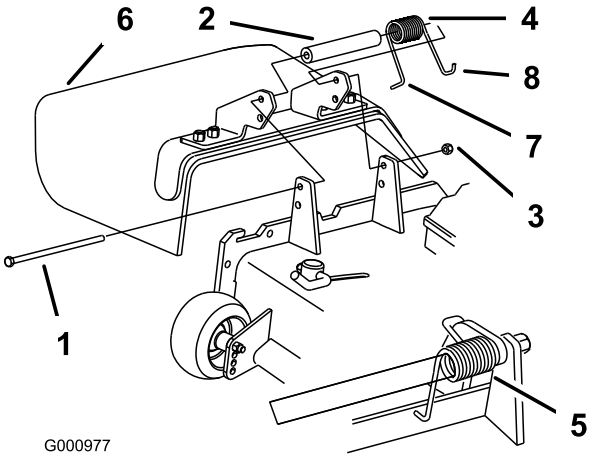

Figur 89
1. Fjern låsemutteren, bolten, fjæren og avstandsstykket som holder avlederen festet til svingbrakettene (Figur 89). Fjern den skadde eller slitte gressavlederen.
Merk: Påse at L-enden av fjæren er montert bak enhetskanten før du monterer bolten som vist i Figur 89
3. Monter bolt og mutter. Plasser J-krokenden av fjæren rundt gressavlederen (Figur 89).